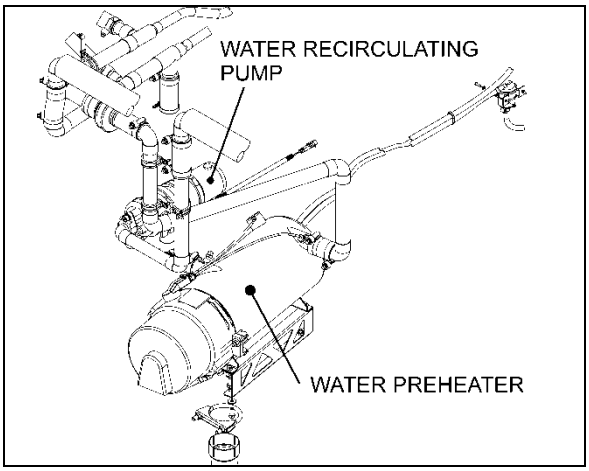

**FIGURE 56: PUMP LOCATION – X3 SERIES (CENTRAL A/C)** 22331
- X3 Series - coolant preheater compartment (Figure 56)